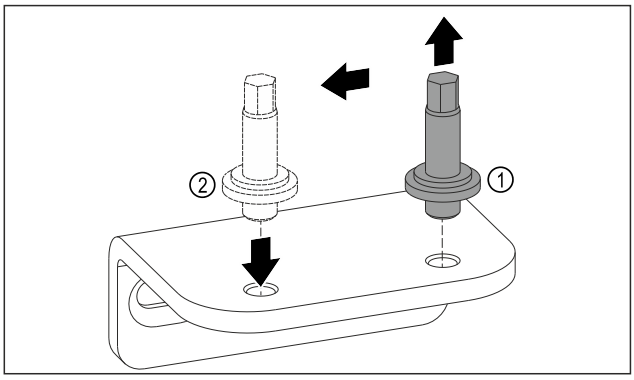

*Fig. 13*
- ▶ Unscrew the bolt of the lower swap bearing block with an Allen key AF5. *Fig. 13 (1)*
- ▶ Insert the bolt on the opposite side. *Fig. 13 (2)*